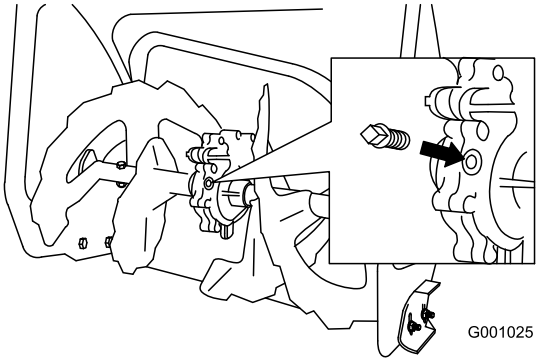

Figur 41
2. Rengjør området rundt rørpluggen (Figur 41).